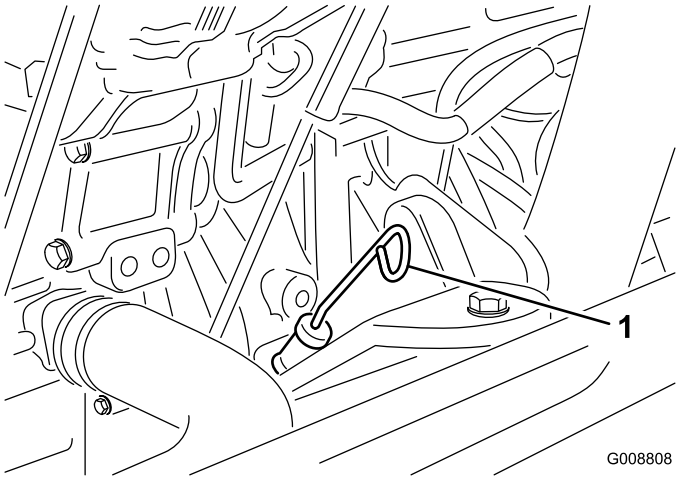

Figura 8
3. Retire la varilla, límpiela, vuelva a colocarla en el tubo y retírela de nuevo. El nivel de aceite debe llegar a la marca "FULL" (lleno) (Figura 8).